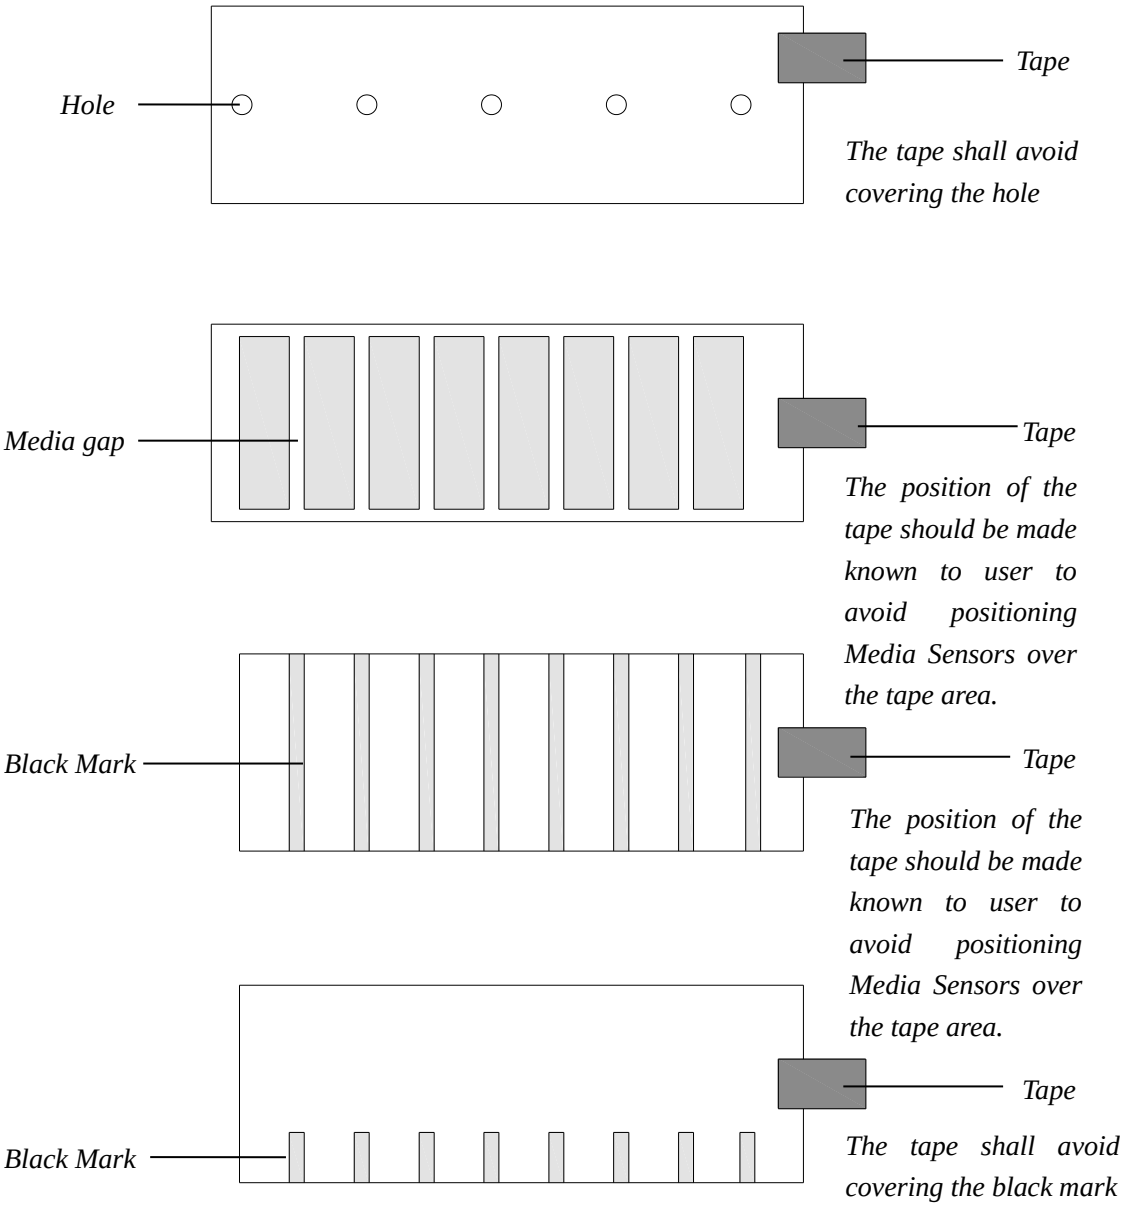

Figure 2-24 End-fixing Tape Position
- *When media rolls are produced, the media end would be fixed to the media core with duct tape or scotch tape. If your printer cannot detect the Media Out signal well, please refer to Figure 2-24 to check the position of the tape.*